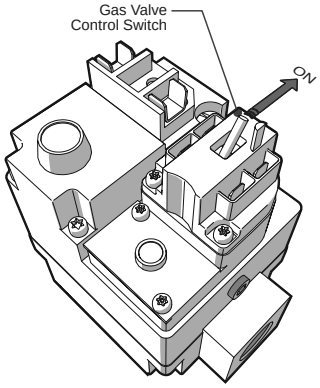

Figure 16. Gas Valve
- Toggle gas control switch to OFF position. See *Figure 16*.
- Wait five (5) minutes to clear out any gas, then smell for gas, including near the floor. IF YOU SMELL GAS, STOP! Follow instructions in Section *8.1.1*.